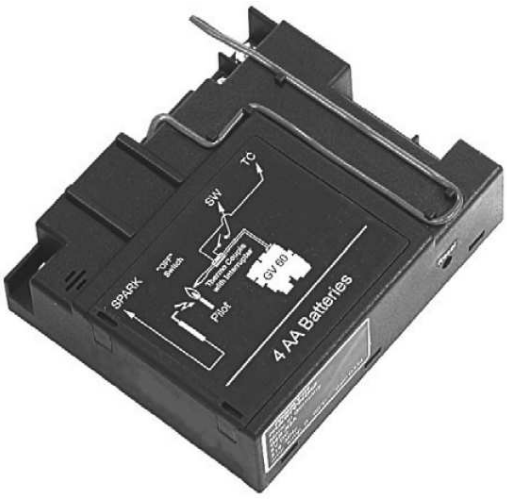

**Figure 3: Receiver "RESET" button**
- Press the "**RESET**" button on the receiver, and keep this pressed until 2 beeps are heard. See figure 3.